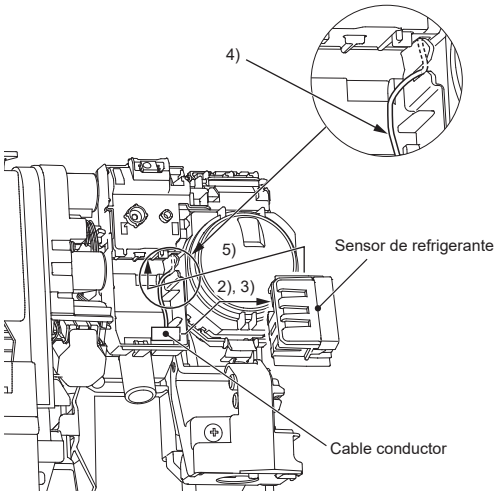

Fig. 1
2) Retire el cable conductor. (Fig. 1)
(Fig. 1)